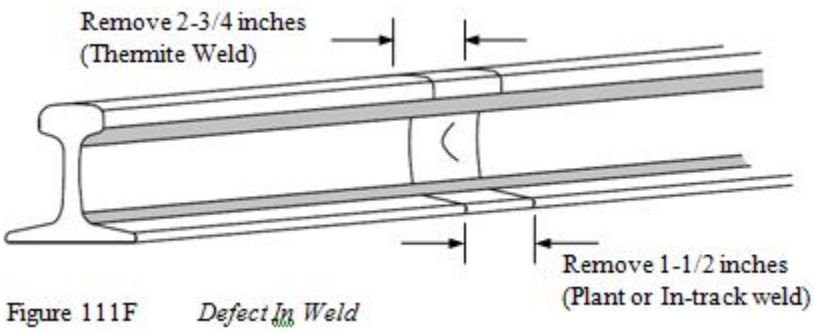

Figure 111F *Defect In Weld*
1. In a plant weld, cut out the defect by removing a 1-1/2 inch section of rail, 3/4 inch each direction from center of weld. (See Figure 111F)
2. In a thermite weld, cut out the defect by removing a 2-3/4 inch section of rail, at least 1-3/8 inches each direction from center of weld.(See Figure 111F)